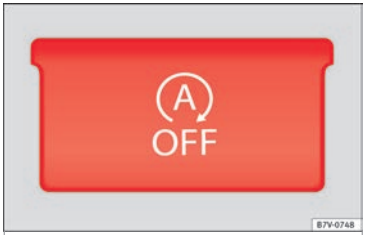

Fig. 136 Detailed view of the centre console: Start-Stop function button
- Press the button on the centre console ››› Fig. 136.